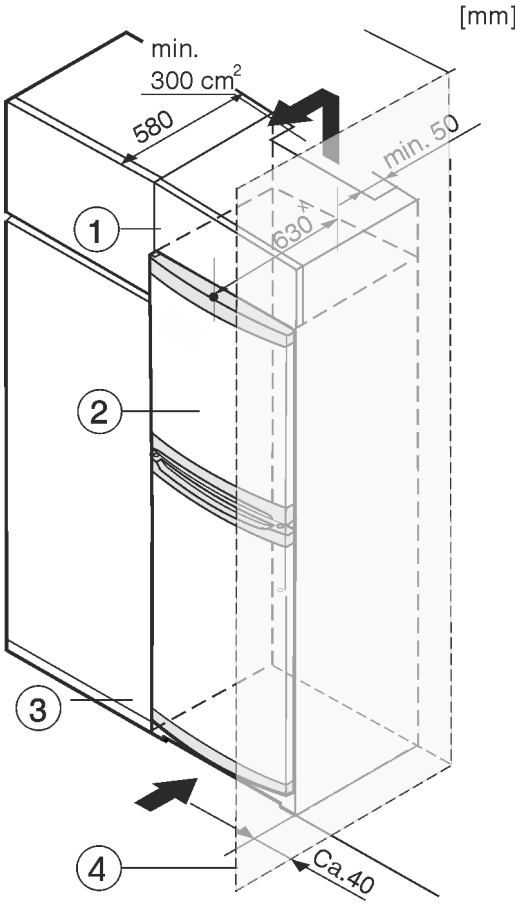

Fig. 8
The appliance can be built into kitchen units. A top cupboard *Fig. 8 (2)* can be added above the appliance in order to bring the appliance *Fig. 8 (1)* up to the height of the fitted kitchen units.
When fitting kitchen cupboards around the appliance (max. depth 580 mm), you can install the appliance directly next to the kitchen cupboard *Fig. 8 (3)*. The appliance protrudes 34 mm [x] to the side and 50 mm [x] in the centre of the appliance in relation to the kitchen cupboard front.
If the appliance is set up with the hinges next to a wall *Fig. 8 (4)*, the distance between the appliance and the wall must be at least 40 mm. This is how far the handle protrudes when the door is open.